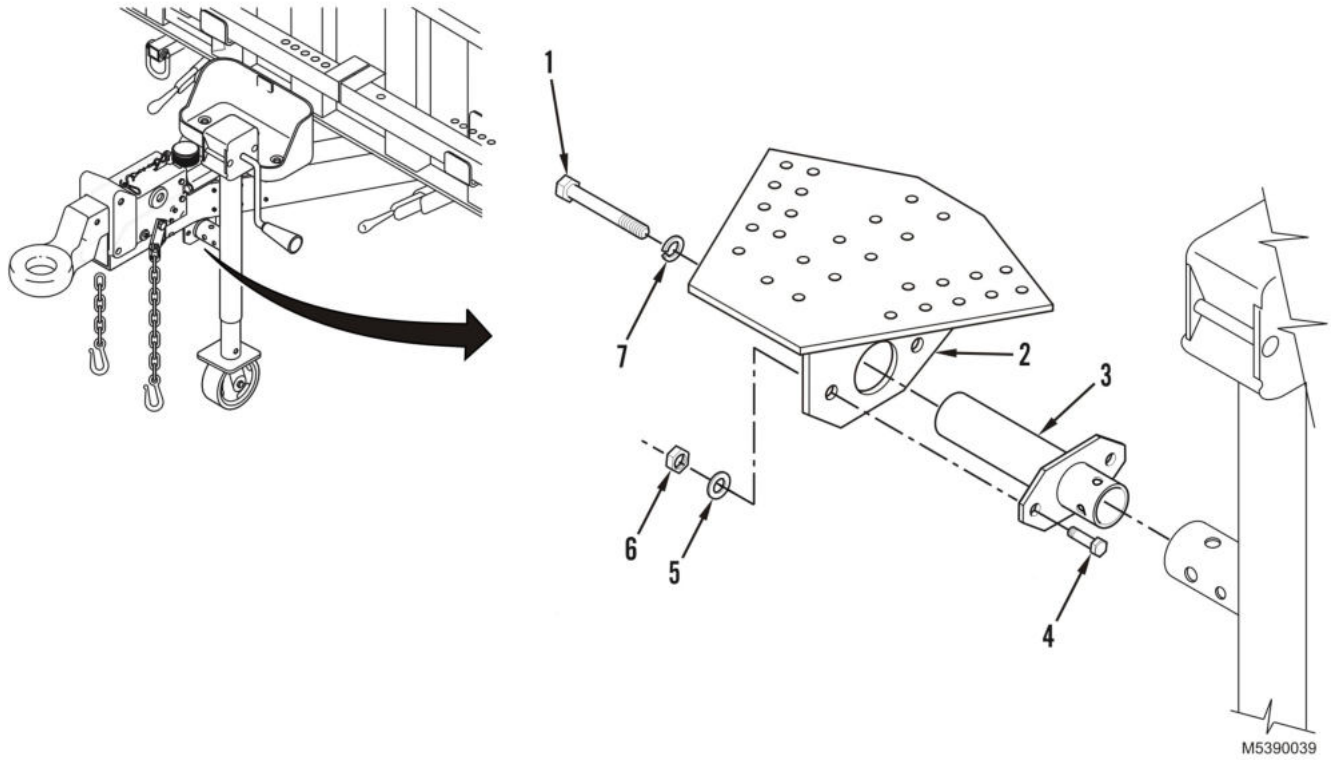

Figure 3. Pivot Removal and Installation.
1. Remove two locknuts (Figure 3, Item 6), washers (Figure 3, Item 5), and capscrews (Figure 3, Item 4) securing pivot (Figure 3, Item 3) to near side of pivot bracket (Figure 3, Item 2). Discard locknuts.
2. Remove capscrew (Figure 3, Item 1) and lockwasher (Figure 3, Item 7) securing pivot (Figure 3, Item 3) to pivot bracket (Figure 3, Item 2). Discard lockwasher.
3. Remove pivot (Figure 3, Item 3) from pivot bracket (Figure 3, Item 2).
1. Install pivot (Figure 3, Item 3) onto pivot bracket (Figure 3, Item 2) and secure with capscrew (Figure 3, Item 1) and new lockwasher (Figure 3, Item 7).
2. Install two capscrews (Figure 3, Item 4), washers (Figure 3, Item 5), and new locknuts (Figure 3, Item 6).